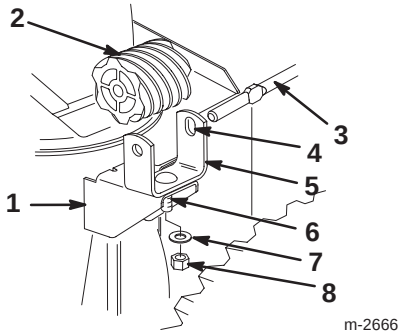

Bild 15
5. Stecken Sie die Schlossschraube in das dafür vorgesehene Loch im Schneckengetriebe-Profilteil (Bild 15).
6. Stecken Sie das Schneckengetriebe in das Profilteil, fluchten Sie die Schlitze im Schneckengetriebe und im Profil aus und stecken Sie dann die Getriebestange des Auswurfkanals durch die Schlitze in Profilteil und Schneckengetriebe (Bild 15).
7. Bringen Sie das Schneckengetriebe und das Profilteil mit Schlossschraube, Flachscheibe und Sicherungsmutter lose am Montageflansch an (Bild 15).